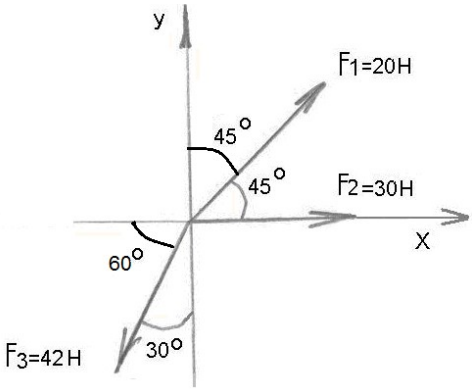

Рисунок 1.2
1. Перестраиваем силы согласно заданных углов (рисунок 1.2)